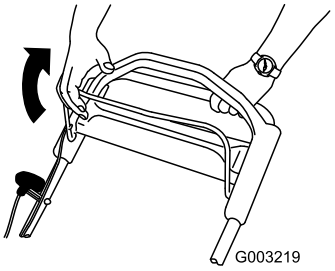

Figur 13
1. Træk bøjlen til knivens kraftudtag mod håndtaget (Figur 13).